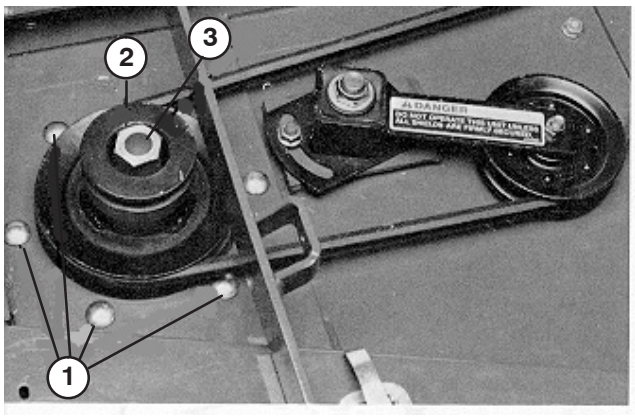

Figure 5
4. Remove six carriage bolts and flange nuts securing spindle housing assembly to cutting unit (Fig. 5). Slide spindle housing assembly out bottom of cutting unit.